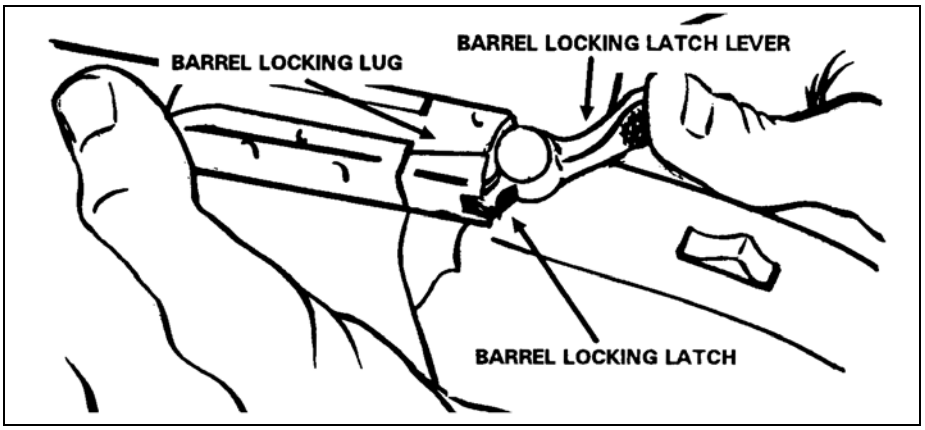

Figure A-7. Operation of the barrel locking latch.
e. **Barrel Locking Latch and Lever**. Figure A-7 on page A-6 shows the barrel locking latch on top of the receiver. This latch locks the barrel and the receiver together. To open (break) the breech end of the barrel, press the latch lever all the way to the right.